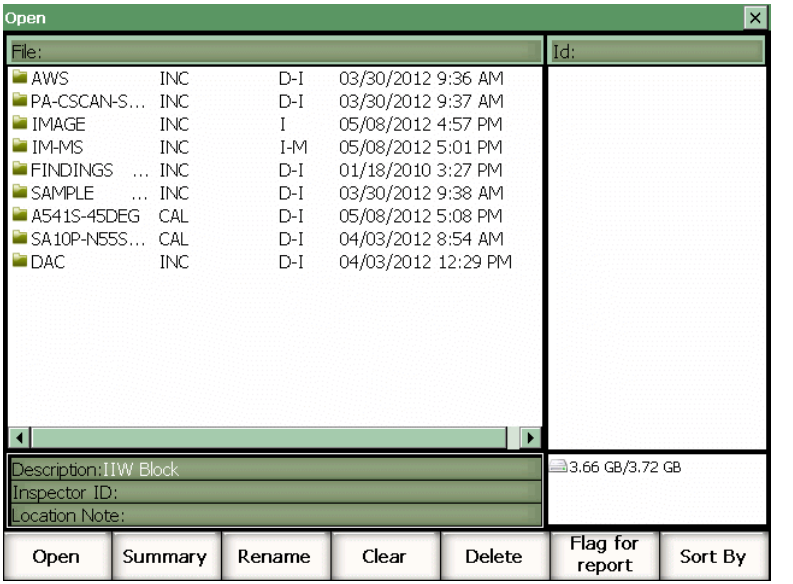

Figure 10-4 The Open page
1. Select **Files > Open** to enter the **Open** page (see Figure 10-4 on page 202).